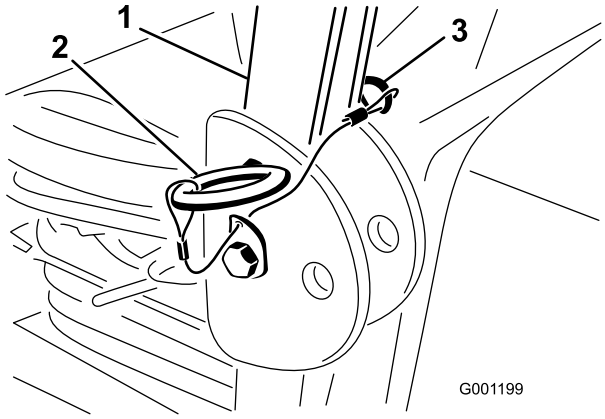

Figur 30
1. Fjern hårnålssplintene og de to pinnene for å senke veltebøylen (Figur 30).
3. Monter de to pinnene og fest dem med hårnålssplintene (Figur 30).
4. Fjern hårnålssplintene og de to pinnene for å heve veltebøylen (Figur 30).
5. Hev veltebøylen til oppreist stilling, monter de to pinnene og fest dem med hårnålssplintene (Figur 30).